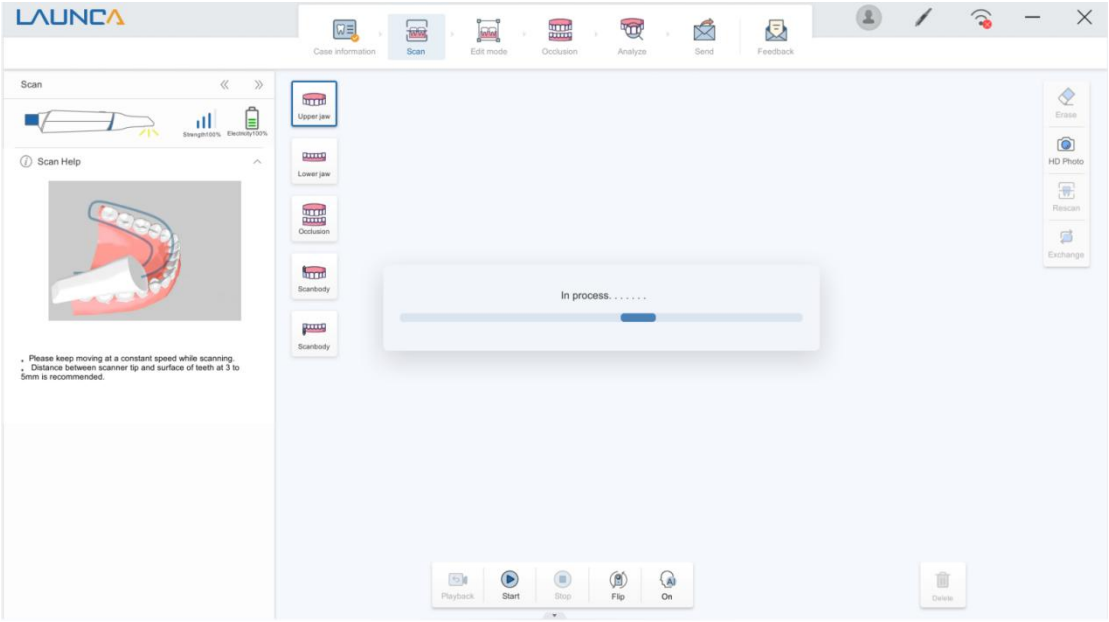
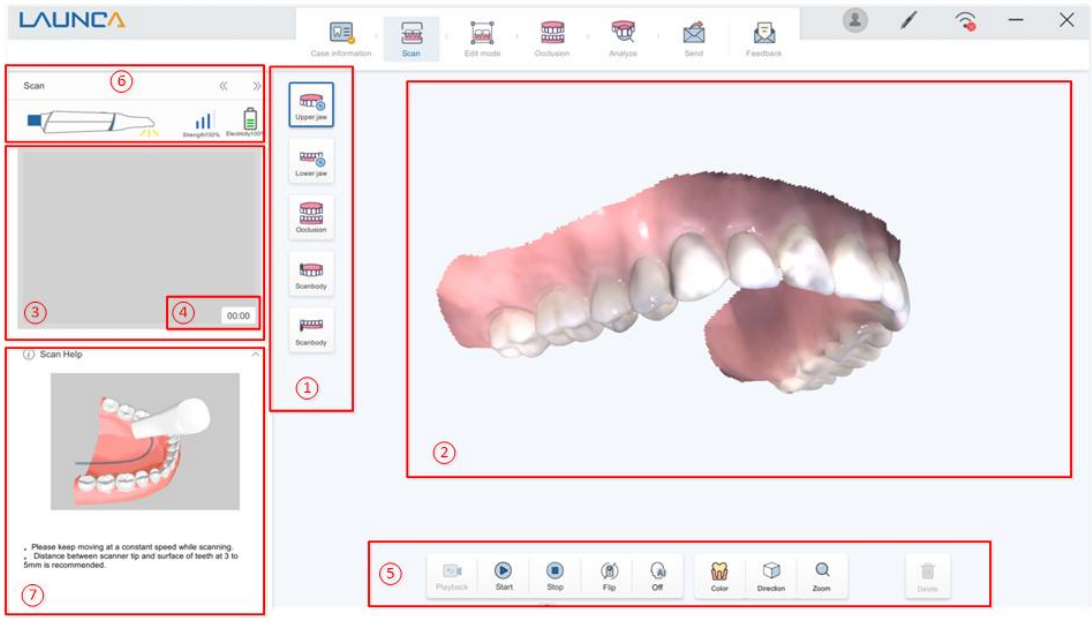

Fig. 4-7 The Scan window is Loading
Fig. 4-8-1
After confirming the case information, click "Scan" in the Scanning workflow to start the scan window. Fig. 4-7 shows that the scan window is loading. After the scan window starts, it will switch to the interface as shown in Fig. 4-8-1.
3	2D Image Window: This window is displayed in real time during scanning. When scanning does not start, the window is in grey rectangular shown in the area ③ in Fig. 4-8-1.
1) Take out the intraoral camera, select one part to scan from the scanning target bar (upper jaw, upper scanbody, lower jaw, lower scanbody, buccal). Press the "Start" button on the handpiece, the LED lights at the front of the camera will begin to flash. Place the camera into the patient's mouth. You can observe the mouth in real time from the 2D image window of the area ③ in Fig. 4-8-1.
2) Point the scanning window to the teeth to be scanned, and observe the teeth in the 2D image window in the area ③ of Fig. 4-8-1. Wait for the window border to turn yellow and keep the camera stable for two seconds, the scanning will start automatically, as shown in Fig. 4-11.
- Click the "Stop" button on the user interface (in the area ⑤ of Fig. 4-8-1) to finish the scanning.
6) Select another scan target for the next scanning. The steps are the same as in steps 2) - 6). Repeat steps from 2) to 6) and ensure the items in the scanning target bar are all toggled in green, as shown in area ① of Fig. 4-8-1. This indicates that the data of all parts has been scanned and post processed. Thus, the scanning process has been completed.